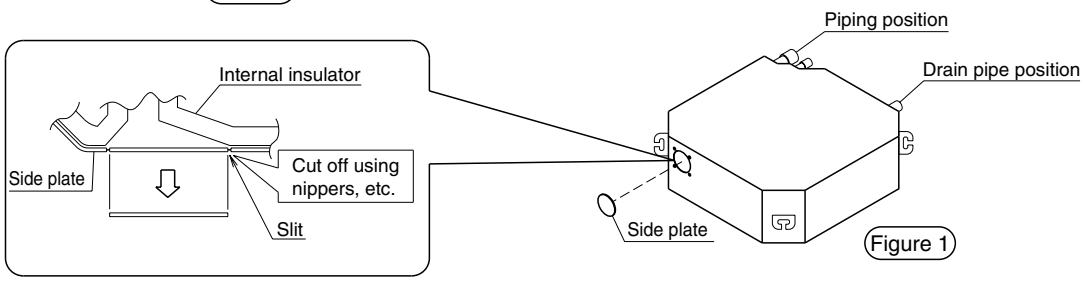

Figure 1
1) Cut off the side plate of the indoor unit main body along the dowel hole without damaging the internal insulator. (Figure 1)